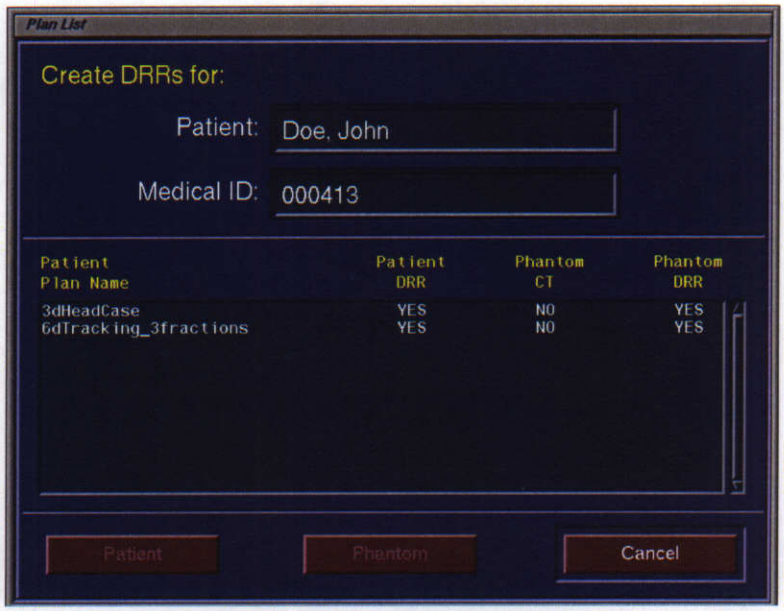

**Figure 3 Plan List**
**Step 1.** Select a site from the list in the Sites window. The site name (e.g., "TumorSite") is highlighted and **OK** becomes active. Click **OK** and the Plan List window (*Figure 3 Plan List, page 3*) appears.